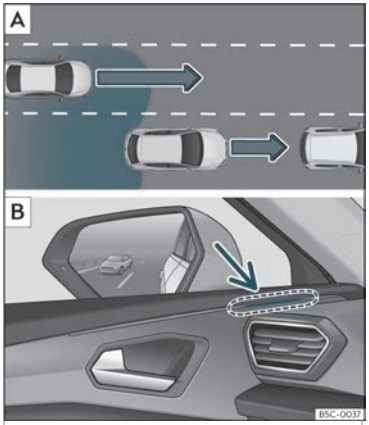

Abb. 167 Schematische Darstellung: A Überholvorgang mit Verkehr im hinteren Bereich. B Anzeige des Spurwechselassistenten an der Kontrollleuchte links.
In nachfolgenden Situation wird die Anzeige in der Kontrollleuchte›››**Abb. 167** B (Pfeil) oder›››**Abb. 168** B (Pfeil) dargestellt:
- Bei einer Überholung durch ein anderes Fahrzeug›››**Abb. 167** A.